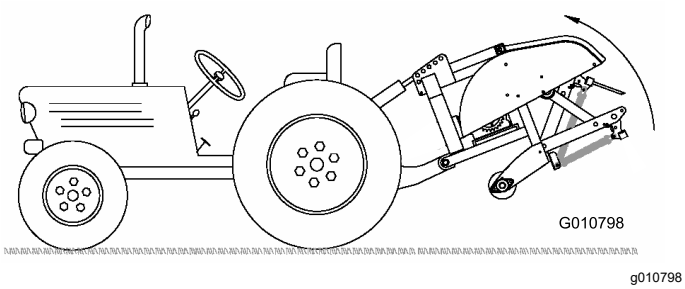

Bild 11
2. Heben Sie den Aerifizierer ganz an; der Zylinder des hydraulischen Oberlenkers oder des Oberlenkers sollte ganz eingefahren sein (Bild 11).